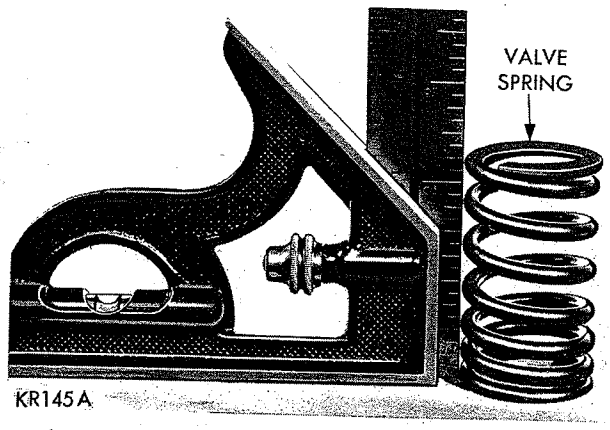

*Fig. 21—Checking Valve Spring Squareness*
(1) Whenever valves have been removed for inspection, reconditioning or replacement, valve springs should be tested. As an example the compression length of the spring to be tested is 1-5/16 inches. Turn table of Tool C-647 until surface is in line with the 1-5/16 inch mark on the threaded stud and the zero mark to the front. Place spring over stud on the table and lift compressing lever to set tone device. Pull on torque wrench until ping is heard. Take reading on torque wrench at this instant. Multiply this reading by two. This will give the spring load at test length. Fractional measurements are indicated on the table for finer adjustments. Valve springs should test 137 to 150 pounds when compressed to 1-5/16 inches and 49 to 57 pounds when compressed to 1-11/16 inches. Discard springs that do not meet these specifications. For 273H see specifications.
(2) Inspect each valve spring for squareness with a steel square and surface plate, test springs from both ends (Fig. 21).